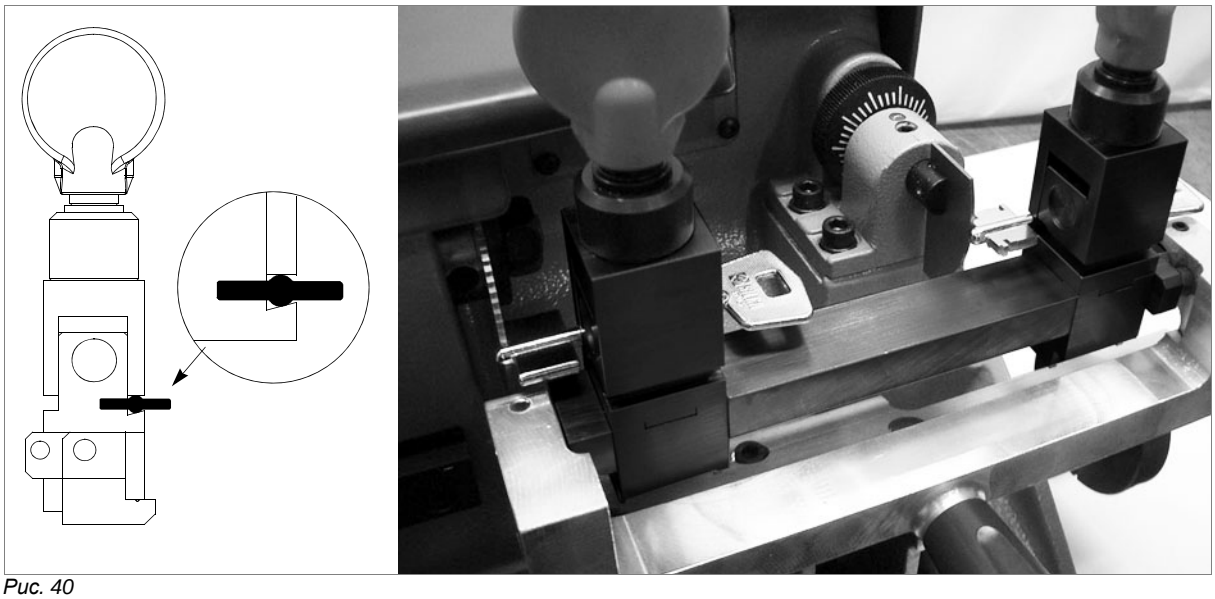

Рис. 40
4) Поднимите каретку и поместите флажок впритык к режущему инструменту (рис. 40).